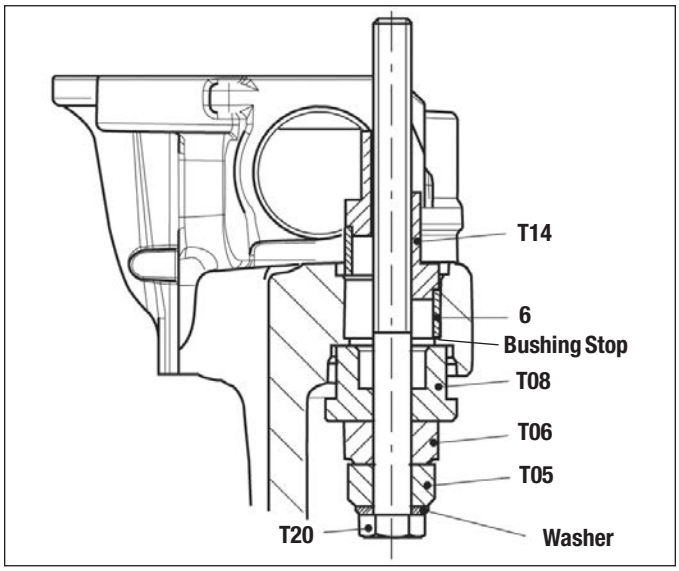

Figure 81 – Guide Pin Bushing Installation
5.6.27 Use the tool combination *shown in Figure 80* to draw the bushing (6) into the caliper. *Also see Figure 81*, to see the orientation (with tool T14 at the top). Hand tighten the nut (T14) into position. Then tighten the bolt (T20) using a box end wrench or socket to draw the bushing (6) into the caliper until the bushing (6) contacts the machined step in the bore. Remove the tool.